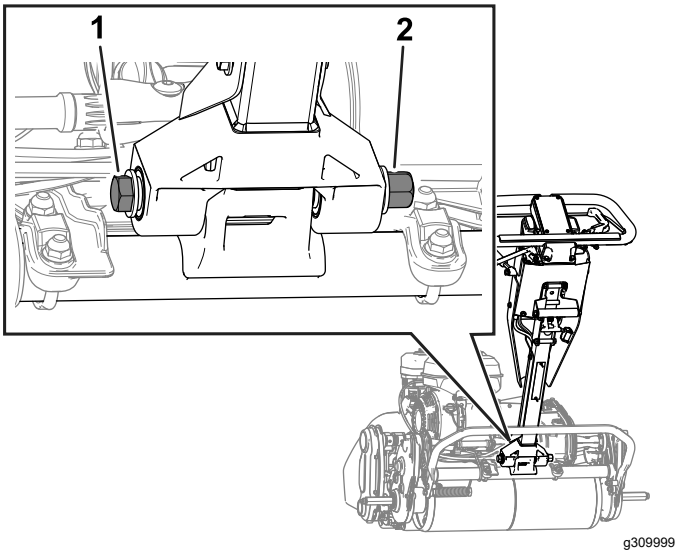

**Figuur 37**
2. Zet de bout en moer los zoals weergegeven in Figuur 37.